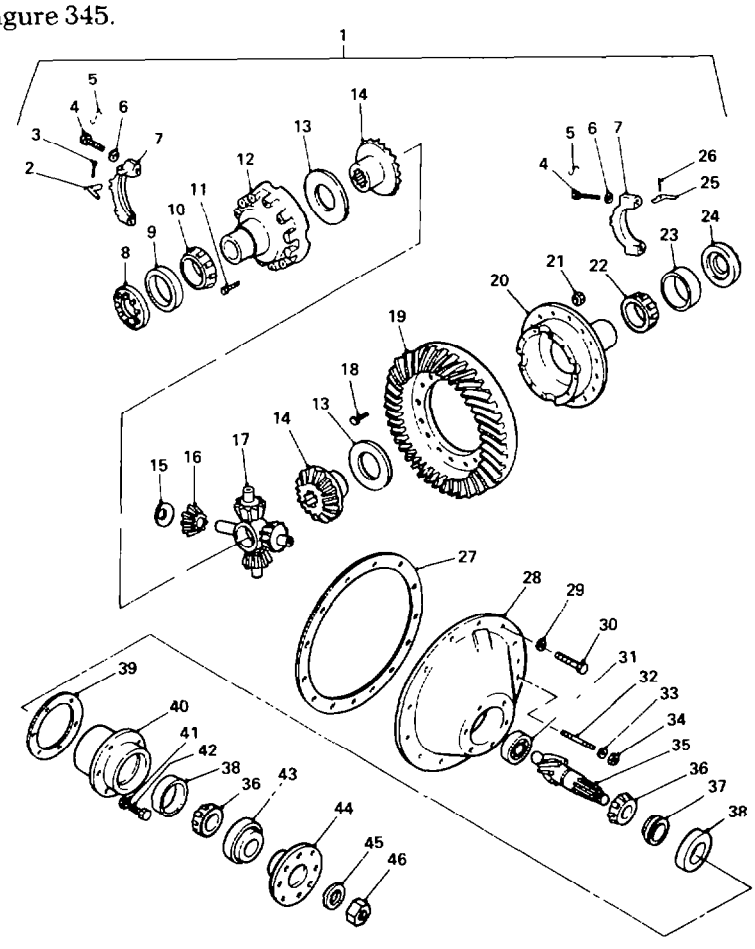

Fig. 345 — Differential Carrier — Exploded View — Eaton Model 18123
NOTE: Unless otherwise stated, all numbers in parentheses ( ) refer to illustration numbers in Figure 345.
b. Cut the locking wire (fig. 345, item 5) then remove the bolts (item 4) securing the bearing caps (item 7) to the carrier pedestals (item 28); remove the bearing caps, bearing adjusters (item 8) and bearing cups (item 9).